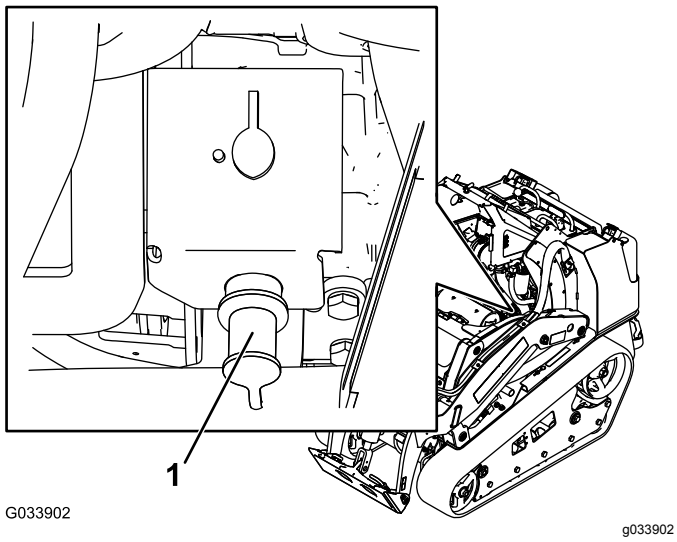

Rysunek 54
2. Zdjąć osłonę z bieguna rozruchowego (Rysunek 54).
3. Podłącz jeden koniec dodatniego (+) przewodu rozruchowego do bieguna rozruchowego (Rysunek 54).